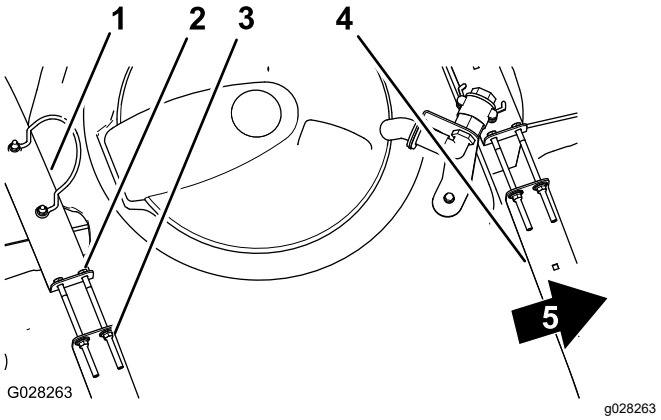

Рисунок 31
2. Убедитесь в отсутствии люфта между хомутами и баком (Рисунок 31).
3. Если хомуты вокруг бака ослаблены, затяните фланцевые контргайки и болты в верхней части хомутов заподлицо с поверхностью бака (Рисунок 31).